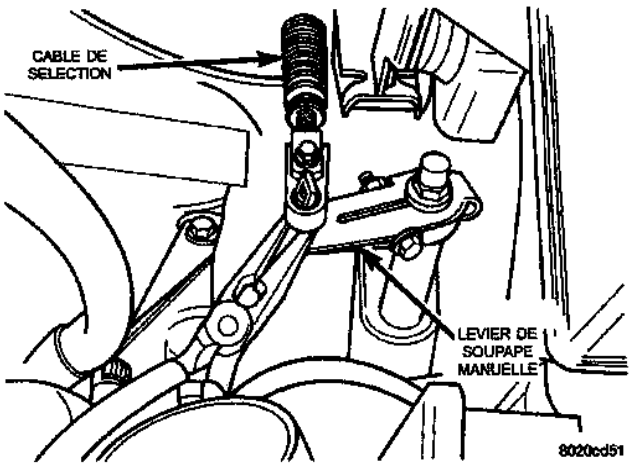

Fig. 12 Câble de sélection
(1) Déposer du levier le câble de sélection de rapport (Fig. 12).